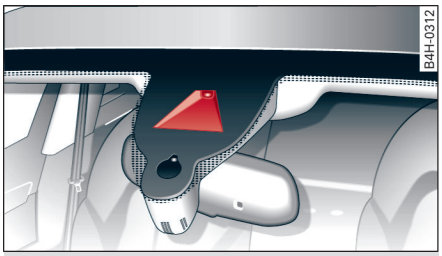

图 24 前挡风玻璃：交通标志识别系统的摄像头视窗
– 如果摄像头 ⇨ *图 24* 的视线被污染物或标贴遮蔽。清洁指南 ⇨ *第 156 页*。